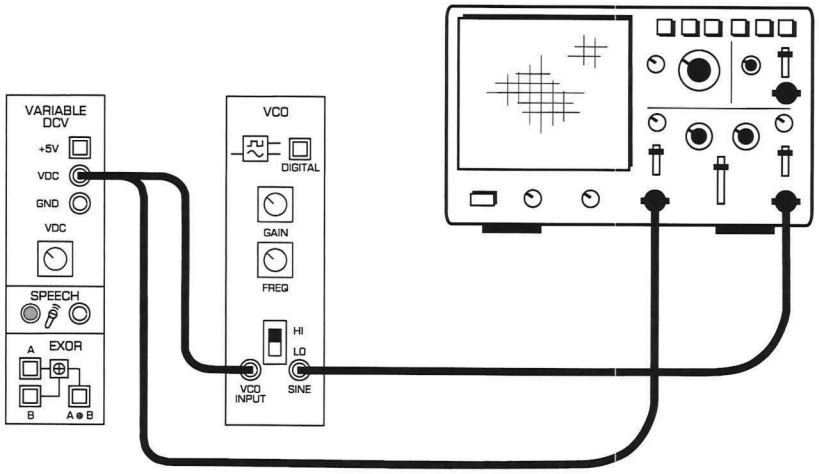

Figure 4
11. Connect the set-up shown in Figure 4 below.
24. Connect the set-up in Figure 4 again using the ETT-101-21 expansion board's VCO module.